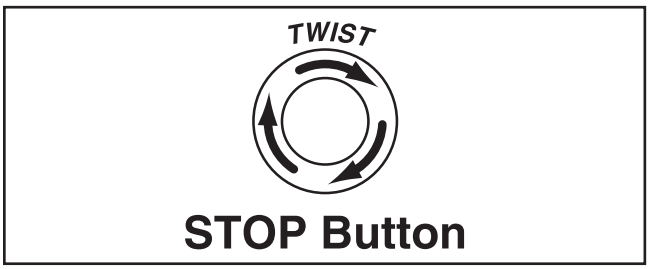

**Figure 20.** Resetting the switch.
4. Twist Emergency Stop button clockwise until it springs out (see **Figure 20**). This resets the switch so the machine can start.